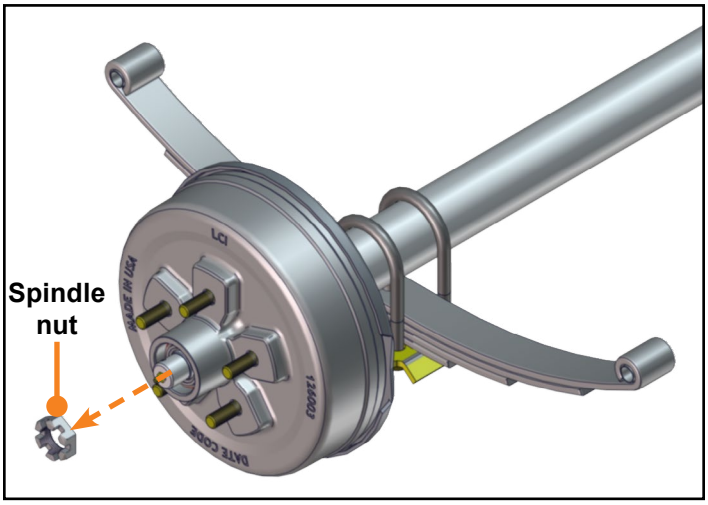

Fig.5
2. Using a socket and ratchet, remove the spindle nut from the spindle **(Fig. 5)**.